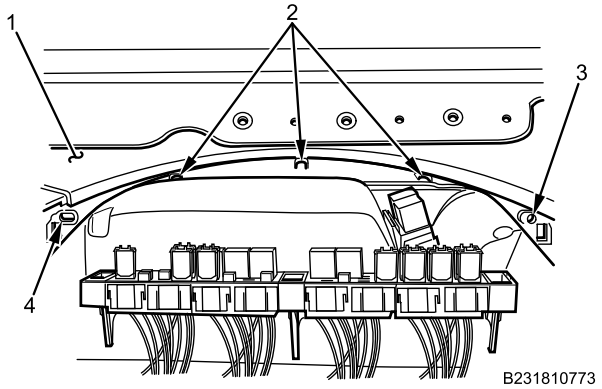

Figure 3. Upper IP Right Side Closeout Engagement.
1. Install upper IP right side closeout in IP (Figure 3, Item 1) by first engaging on three forward clips (Figure 3, Item 2) and then on lower clips (Figure 3, Item 3 and 4).